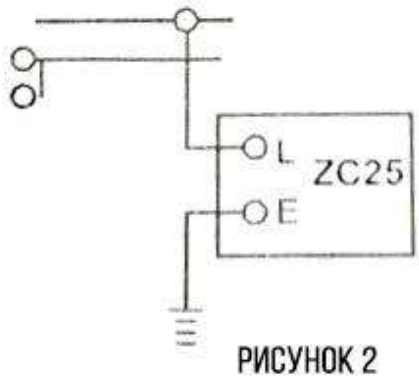

РИСУНОК 2
4.4 При измерении изоляции между землей и цепью, один вывод подключите к «цепи нагрузки», а другой заземлите и подключите к «земле». Установите номинальную скорость вращения ручки и снимайте показания (см. рисунок 2).